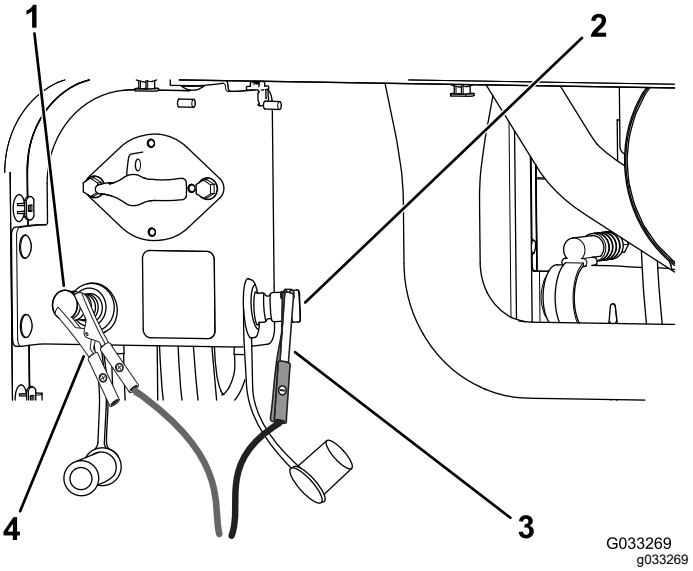

Figuur 108
4. Verbind de pluskabel van de acculader met de positieve startpool (Figuur 108).
5. Verbind de minkabel van de acculader met de negatieve startpool (Figuur 108).
7. Zodra de accu's volledig opgeladen zijn, maakt u de acculader los van de voeding en maakt u vervolgens de oplaadkabels los van de startpolen (Figuur 108).